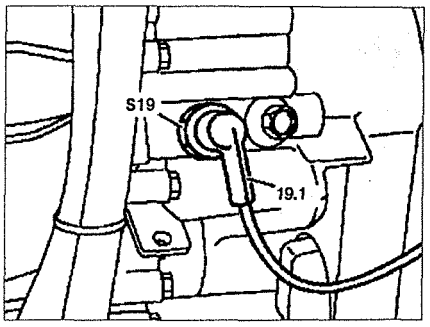

Рис. 6.16. Выключатель фонарей заднего хода:
1. Протрите поверхность вокруг выключателя **S19** (см.рис.6.16).